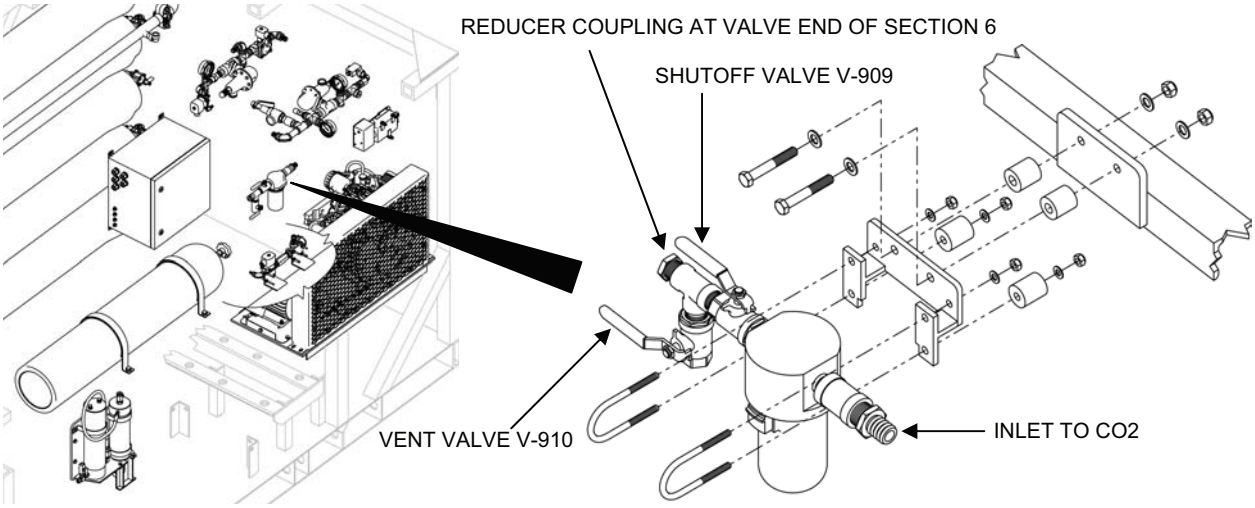

Figure 10. Air System Section 6 Assembly.
2. Remove the Air System Section 6 assembly as follows (see Figure 10):
a. With another person supporting the Air System Section 6 assembly, secure the assembly to the TWPS using the mounting hardware. Refer to Figure 10 for the proper installation of the hardware.